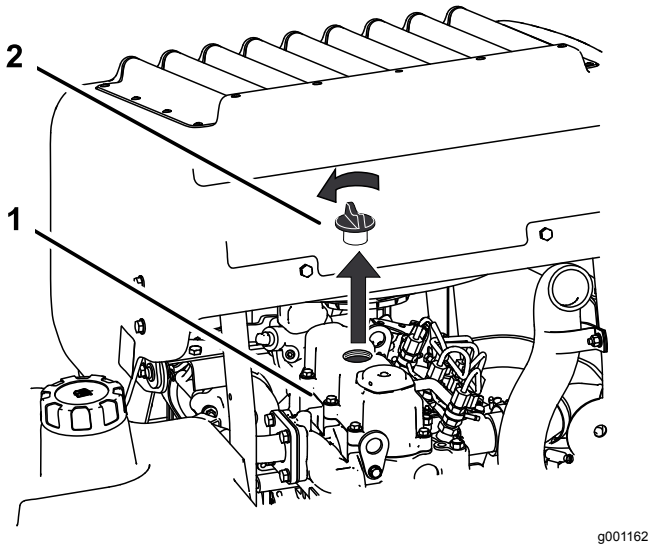

Figur 64
6. Fjern påfyllingslokket oppå motoren (Figur 64).
2. Fjern oljelokket, og skru løs peilestaven (Figur 64).